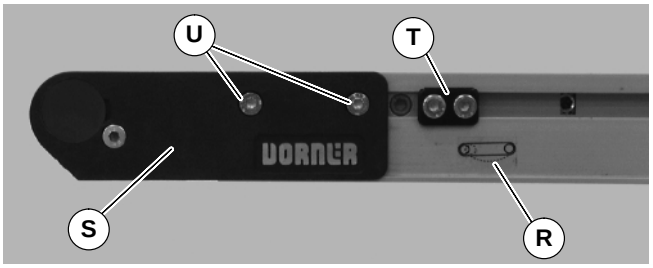

Abbildung 5
2. Am Spannende des Förderbandes, das mit einem Etikett gekennzeichnet ist (R siehe Abbildung 5), vordere Deckplattengruppe hineindrücken (S): Zu beiden Seiten des Förderbandes die Spurführungsnocken lockern (T) (falls damit ausgestattet) und von den vorderen Platten weg bewegen, dann die Befestigungsschrauben lösen (U), und vordere Plattengruppe nach innen schieben.
7. Falls mit Spurführungsnocken ausgestattet, (T siehe Abbildung 5), Spurführung anpassen. Siehe „Spannen des Gurtes“ auf Seite 16.